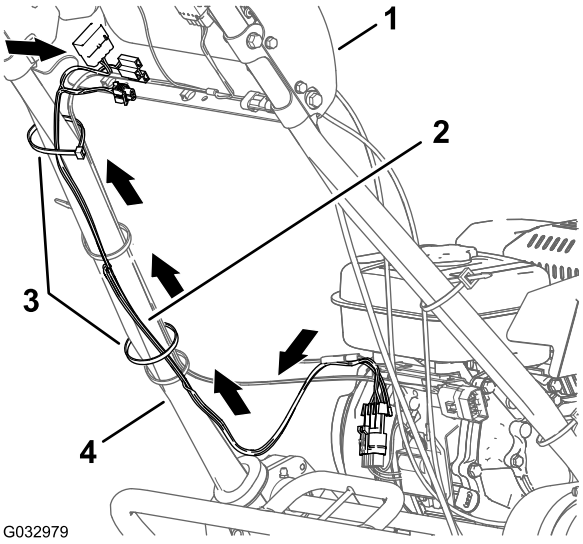
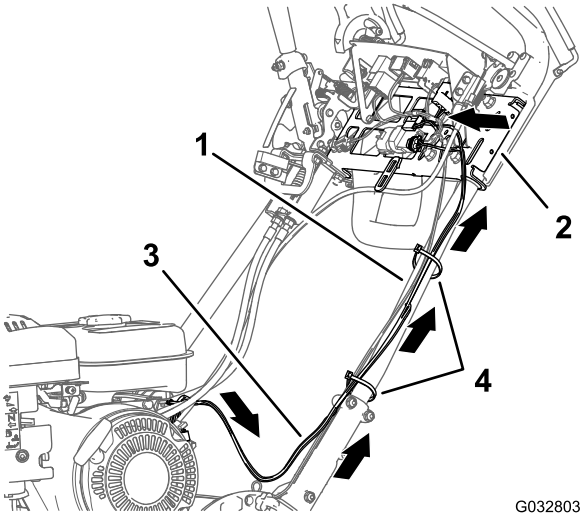

Figuur 10
Figuur 11
1. Leid de kabelboom van de montagebeugel naar de linkerduwstang (Figuur 10 en Figuur 11).
2. Leid de kabelboom langs de linkerduwstang en over de steunbeugel van de duwboom (Figuur 11).
3. Bevestig de kabelboom met 2 kabelbinders; zie Figuur 10 en Figuur 11.